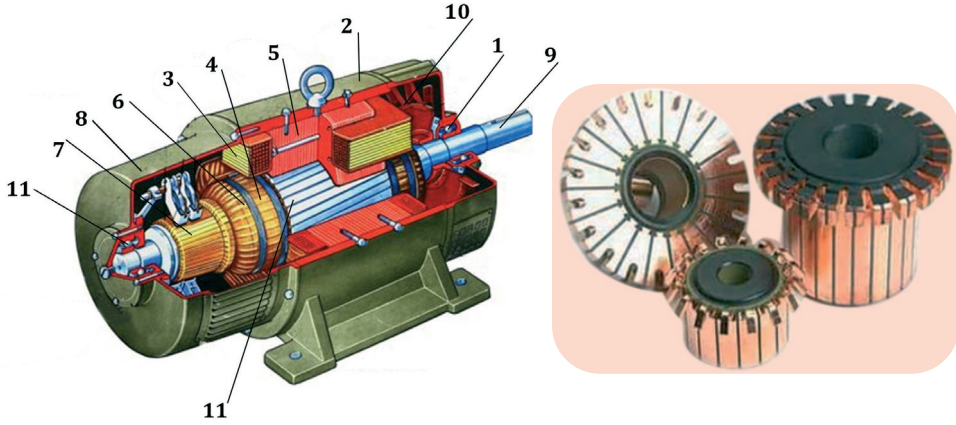

Рис. 4. *Устройство коллекторного электродвигателя: а – общее устройство; б – медные пластины коллектора*
Рассмотрим устройство коллекторного двигателя *(рис. 4)*.
Поскольку обмоток на якоре двигателя несколько, то и коллектор состоит не из двух полуколец, а из многих изолированных друг от друга и от вала двигателя частей *(рис. 4, б)*. Коллектор жестко укреплен на валу (9) якоря. Движение якоря передается валу, а с него – непосредственно рабочим органам потребителя. Вал вращается в подшипниках (1), запрессованных в заднюю (2) и переднюю (8) крышки статора. Охлаждение электродвигателя обеспечивается вентилятором, крыльчатка (10) которого закреплена на валу.